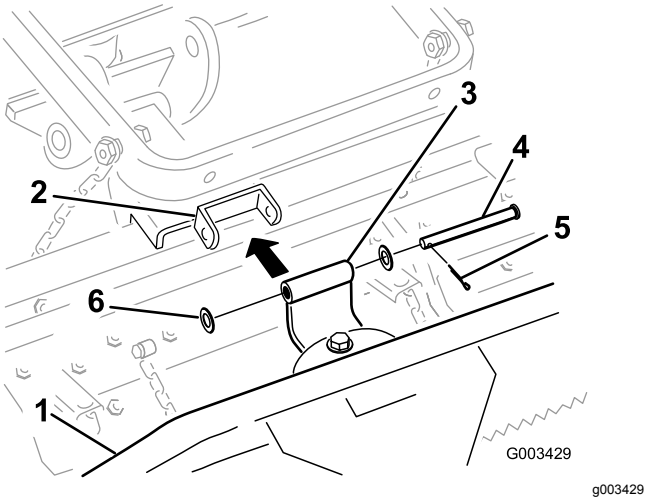

Figur 4
2. Anslut tappfästet till tandkrattan enligt Figur 4.